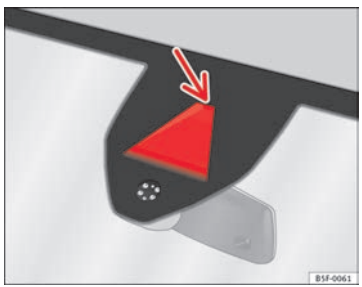

Fig. 103 No pára-brisas: Área de campo visual do sistema de aviso de saída da via de circulação.
- Antes de iniciar uma viagem, certifique-se que a área de campo visual da câmara não está coberta ⇒ Fig. 103.